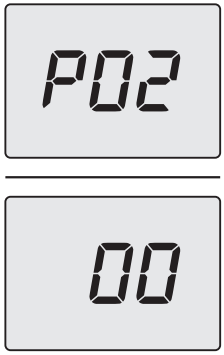

Figure 8.4
- Scroll through the various parameters by pressing the keys 13 (back) or 15 (forward), until **P02** (Gas type selection), which alternates with the parameter value, appears on the LCD display (Figure 8.4).
- By pressing the keys 13 and 15 simultaneously (Figure 8.1) exits the level without changing the value (return to the previous level Figure 8.4).